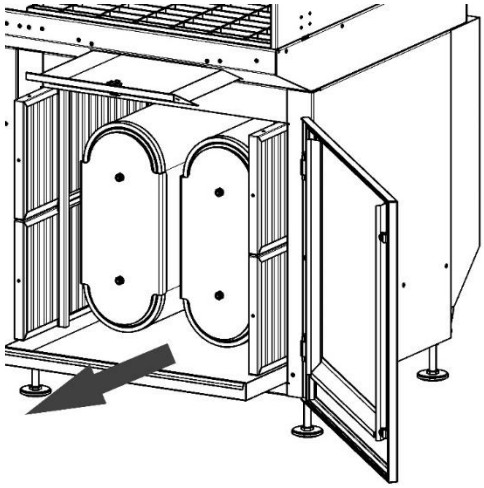

Рисунок 15
1) открыть дверцу стола со стороны фильтровальной камеры и извлечь пылесборник (рисунок 15);